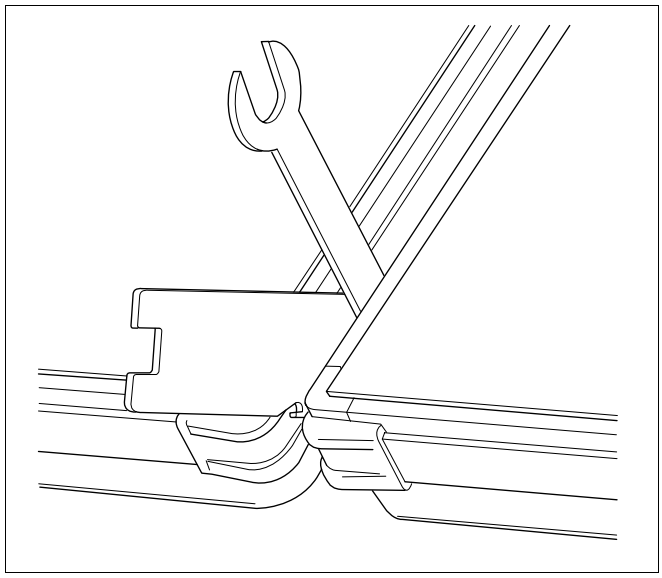

Afb. 58 Verbinding tussen twee collectoren maken
- Draai de schroefkoppeling met behulp van een montagesleutel SW 27 (afb. 58) handvast aan. Houd tegelijkertijd met een steeksleutel SW 17 tegen. Het draaimoment zou 40–50 Nm moeten bedragen.